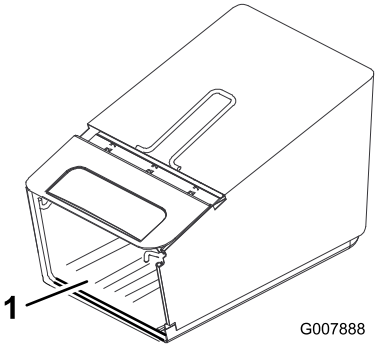

Figura 7
2. Verificate che i lati della base del cesto siano **all'interno** del telaio del cesto stesso, come illustrato nella (Figura 7).